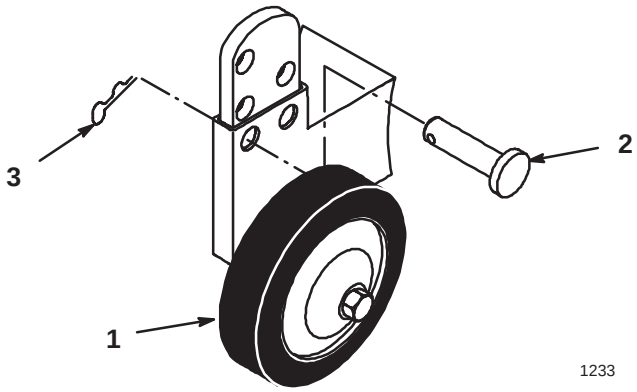

Figure 21
2. Remove hairpin cotter and pin to change hole location (Fig. 21).
3. Select a hole position so the anti-scalp wheel is 3/8” (9.5 mm) off the ground for the height-of-cut to be used (Fig. 21).